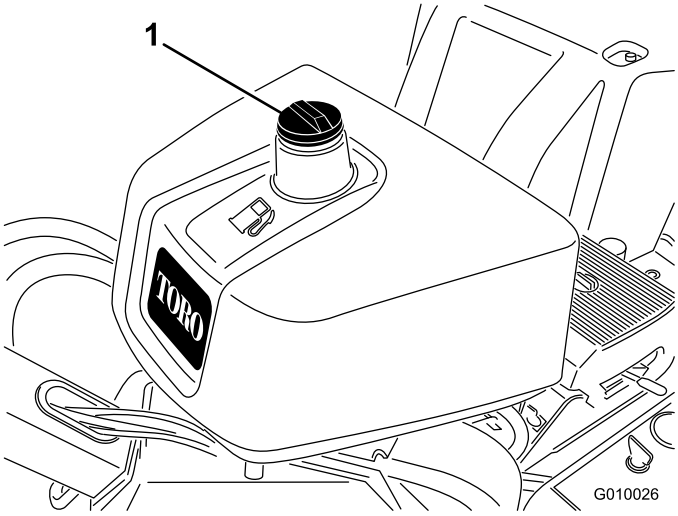

**Figur 15**
2. Rengør området omkring brændstofdækslet, og afmonter det (Figur 15).